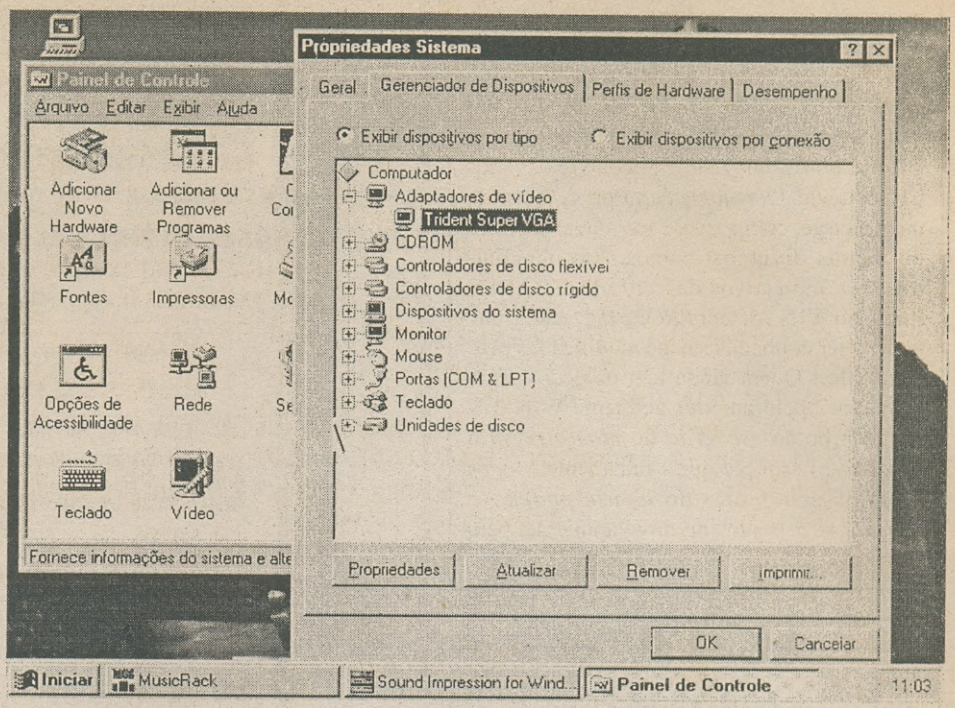

Fig. 1
- *Clicar* duplo no ícone de SISTEMA (na janela do PAINEL DE CONTROLE), com o que se abre uma outra janela, titulada como PROPRIEDADES DO SISTEMA... *Clicar* na lapela do GERENCIADOR DE DISPOSITIVOS e depois *clicar* duplo em ADAPTADOR DE VÍDEO... Será mostrado o *driver* de vídeo que está sendo usado pelo WIN 95. Clicar no nome do *driver* atualmente usado (**FIG. 1**)...